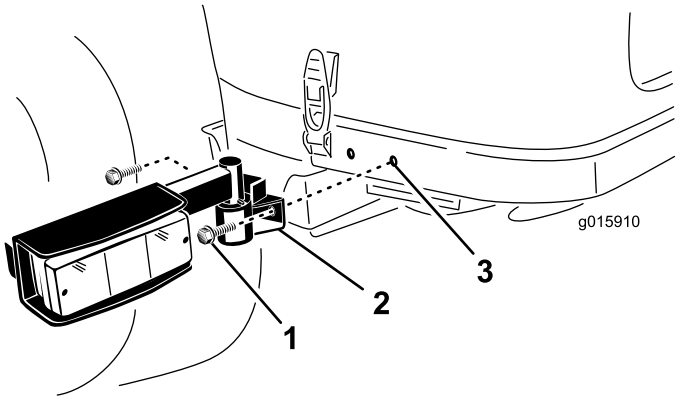

Figur 9
1. Ta hjälp av monteringshålen bakom kåpans spärrar för att montera en lampenhet på var sida om den bakre ramen med två brickor och huvudskruvar (3/8 x 3/4 tum) (Figur 9). Gå vidare till nästa steg om det inte finns några monteringshål i den bakre ramen.